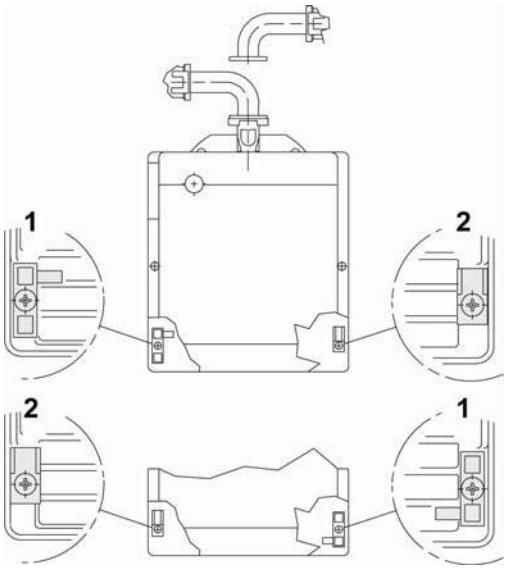

Рис. 7
На обеих сторонах корпуса горелки предусмотрены гнезда для кабеля питания и управления. В зависимости от того, с какой стороны подводится кабель, ориентируются крепежная планка (1) и запорная накладка (2). рис.7.